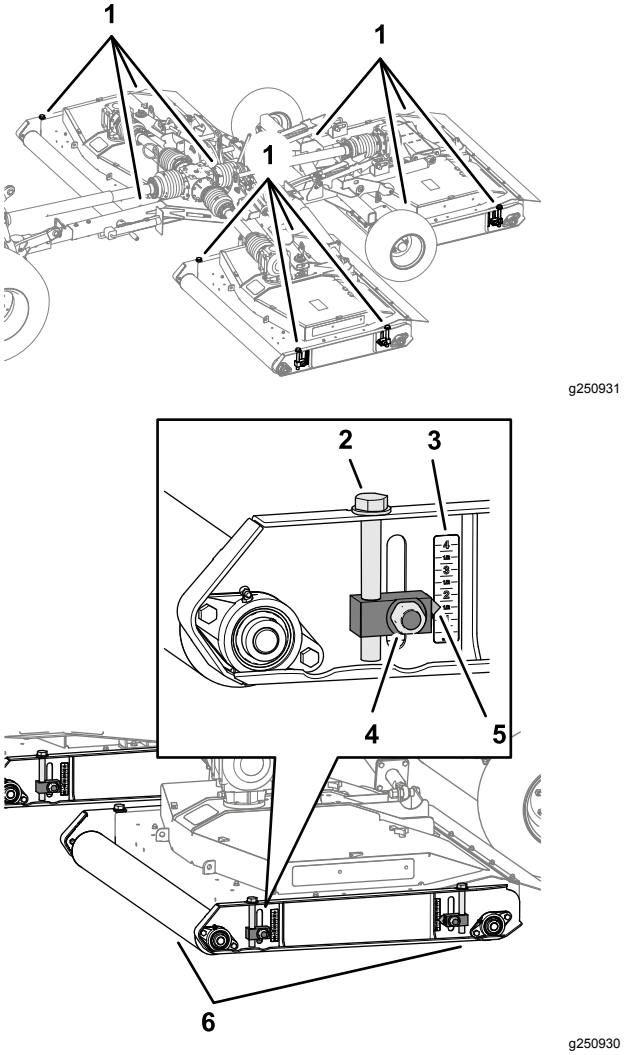

Figur 41
3. Lossa de fyra låsmuttrarna som fäster klippdäckets fyra klipphöjdsjusterare (Figur 41).